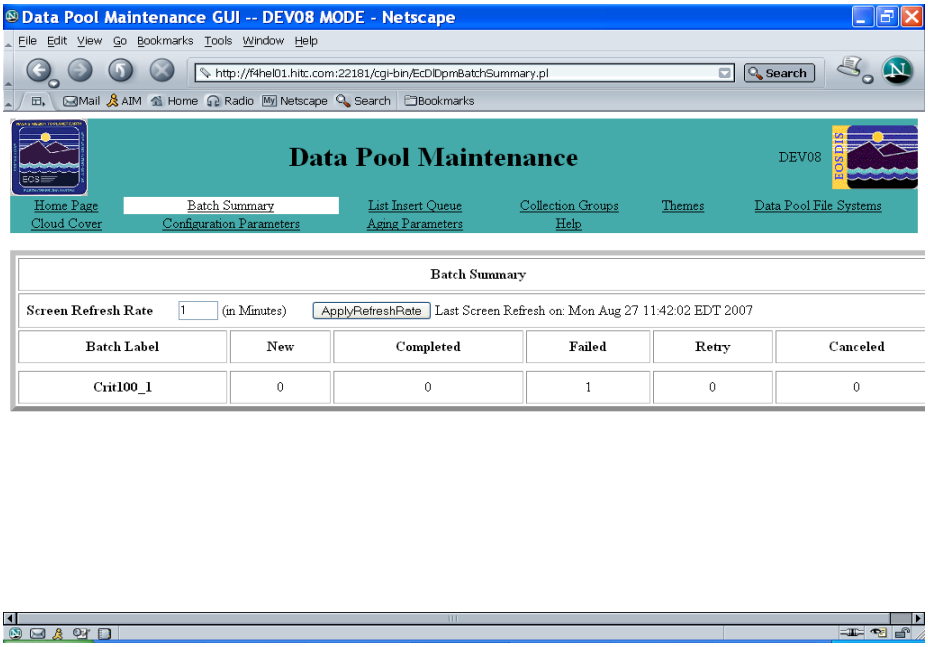

Figure 14.10-10. Batch Summary Page
Figure 14.10-10 illustrates the **Batch Summary** page, which is accessible from the **Batch Summary** link on the **DPM GUI Home Page** (Figure 14.10-2). The **Batch Summary** page displays information on inserts made with the command line utility that permits operators to execute batch inserts of data from the archive into the Data Pool. In addition, it displays a summary of the status of Data Pool inserts for each batch label. Insert statuses include "new," "completed," "failed," "retry," and "canceled." The information is accessible to both full-capability and limited-capability operators.
- The **Batch Summary** page is displayed (see Figure 14.10-10).